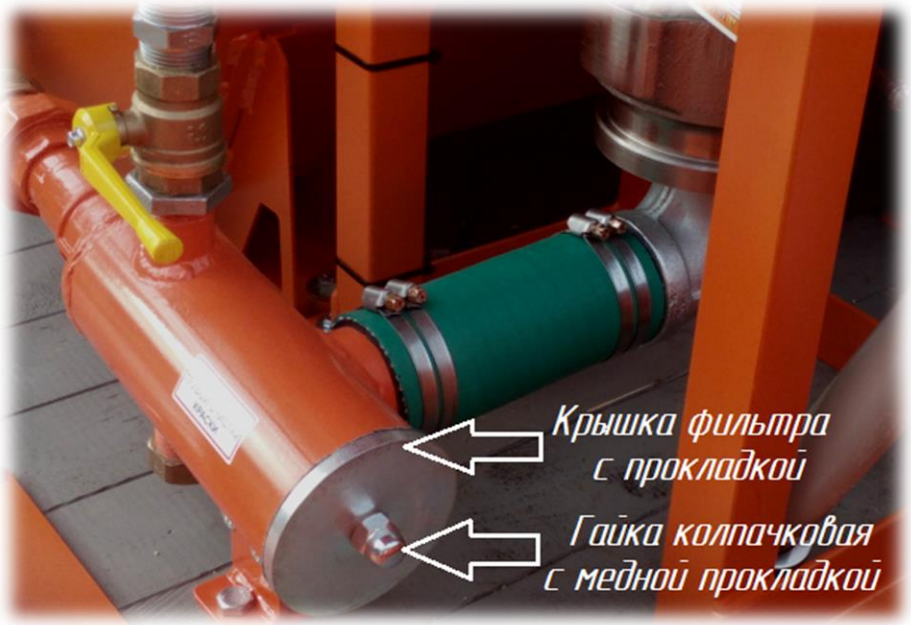

Рис. 32
- отвернуть колпачковую гайку, снять медную прокладку, крышку фильтра с прокладкой. Отвернуть гайку, фиксирующую положение фильтроэлемента., промыть фильтроэлемент в емкости с совместимым растворителем при помощи кисти или щетки, убедиться в целостности фильтроэлемента (рис.32).